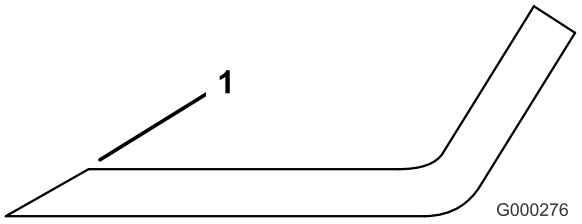

Figuur 73
1. Slijp de snijranden aan beide uiteinden van het mes (Figuur 73). Houd daarbij de oorspronkelijke hoek in stand. Het mes blijft in balans als u van beide snijranden dezelfde hoeveelheid materiaal verwijdert.